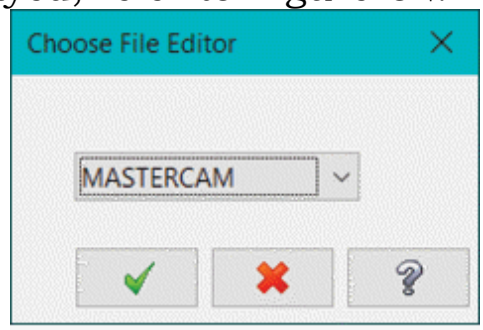

Figure-62. Choose File Editor dialog box
- Click on the **Editor** button to specify which code editor is to be used for modifying files. The **Choose File Editor** dialog box will be displayed; refer to Figure-62.